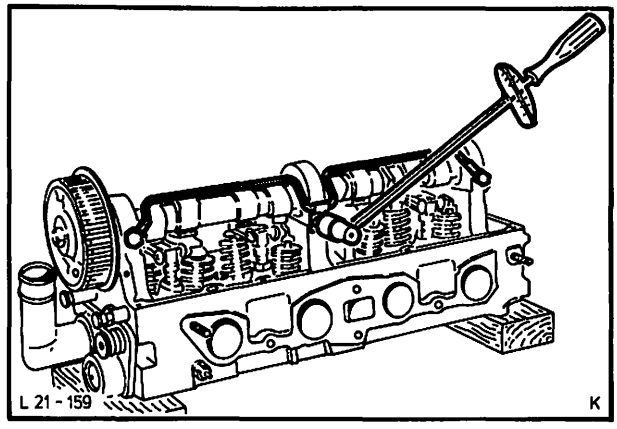

Abb. 227 Ölspritzrohr montieren
20. Ölspritzrohr anbauen, Wasserstutzen komplett mit Thermostat und neuer Dichtung am Zylinderkopf befestigen, Abb. 227.